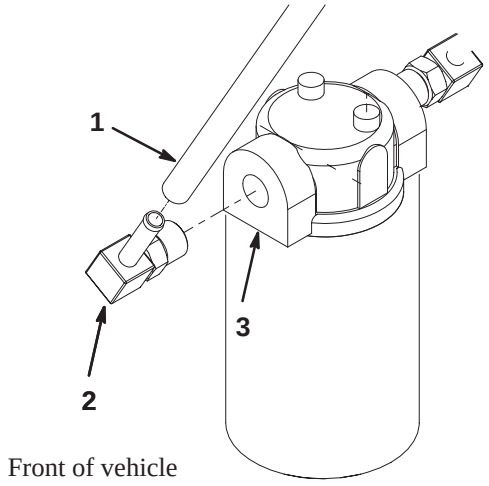

**Figure 1**
**4.** Disconnect the hose from the 90° fitting mounted to the **front** of the transaxle hydraulic filter head (Fig. 1). Plug the hose to prevent debris from contaminating the hydraulic system during the installation of the other components.
**5.** Remove the 90° fitting from the filter head (Fig. 1).